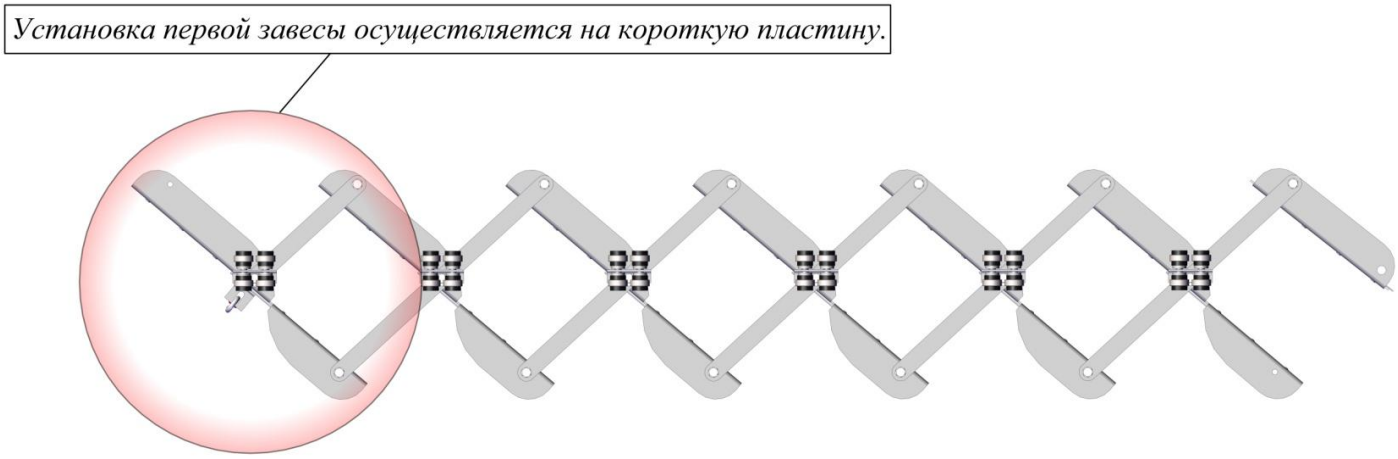

Рис.12.Ножничный механизм в сборе (исполнение слева)
5) Далее по порядку устанавливаются следующие завесы (рис.12). *При этом первая завеса ставится на короткую пластину.*